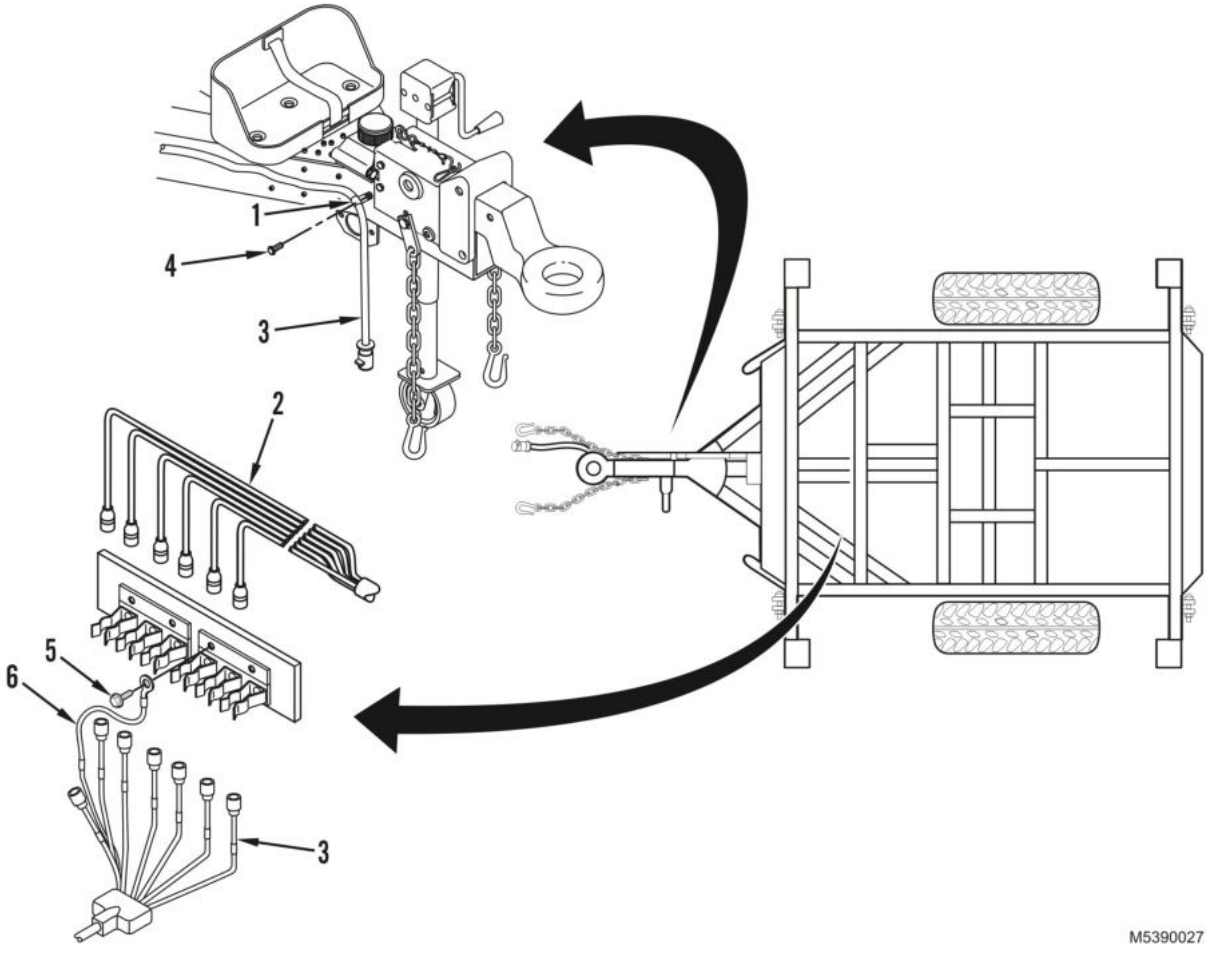

Figure 1. Intervehicular Cable Removal and Installation.
Screw, Self-Tapping (WP 0069, Figure 1, Item 3)
1. Remove rivet (Figure 1, Item 4) securing cable clamp (Figure 1, Item 1) to trailer frame. Discard rivet.
2. Remove cable clamp (Figure 1, Item 1) securing intervehicular cable (Figure 1, Item 3) to trailer frame.
3. Remove screw (Figure 1, Item 5) securing ground wire (Figure 1, Item 6) to trailer frame (Figure 1, Item 2). Discard screw.
4. Tag and disconnect intervehicular cable (Figure 1, Item 3) from branched wiring harness (Figure 1, Item 2) junction and install intervehicular cable in trailer frame.
1. Connect intervehicular cable (Figure 1, Item 3) to branched wiring harness (Figure 1, Item 2).
2. Install new screw (Figure 1, Item 5) securing ground wire (Figure 1, Item 6) to trailer frame (Figure 1, Item 2).
3. Install new rivet (Figure 1, Item 4) and cable clamp (Figure 1, Item 1), securing intervehicular cable (Figure 1, Item 3) to trailer frame.